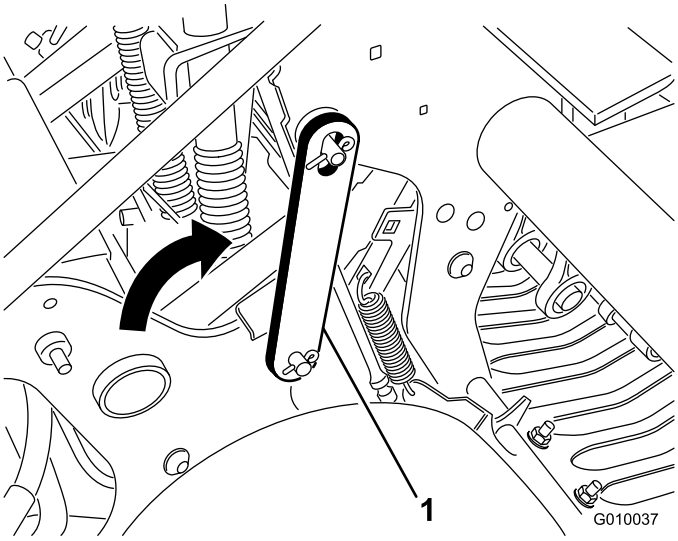

Figur 21
3. Drej servicelåsen bagud, og sæt den fast på kernehovedstiften (Figur 21). Fastgør den med klemmeringen.